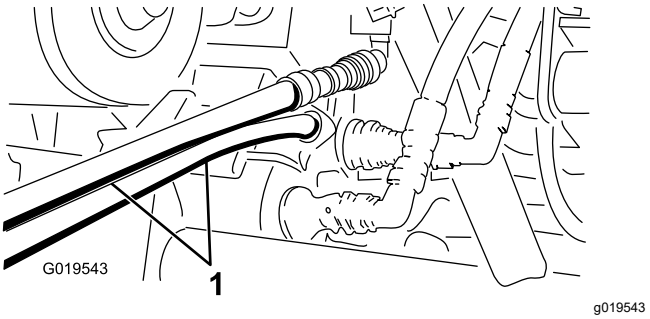

Figura 75
5. En la otra máquina, conecte las dos mangueras al acoplamiento que permanece todavía en el soporte de acoplamiento (conecte la manguera superior al acoplamiento superior y la manguera inferior al acoplamiento inferior) (Figura 75).